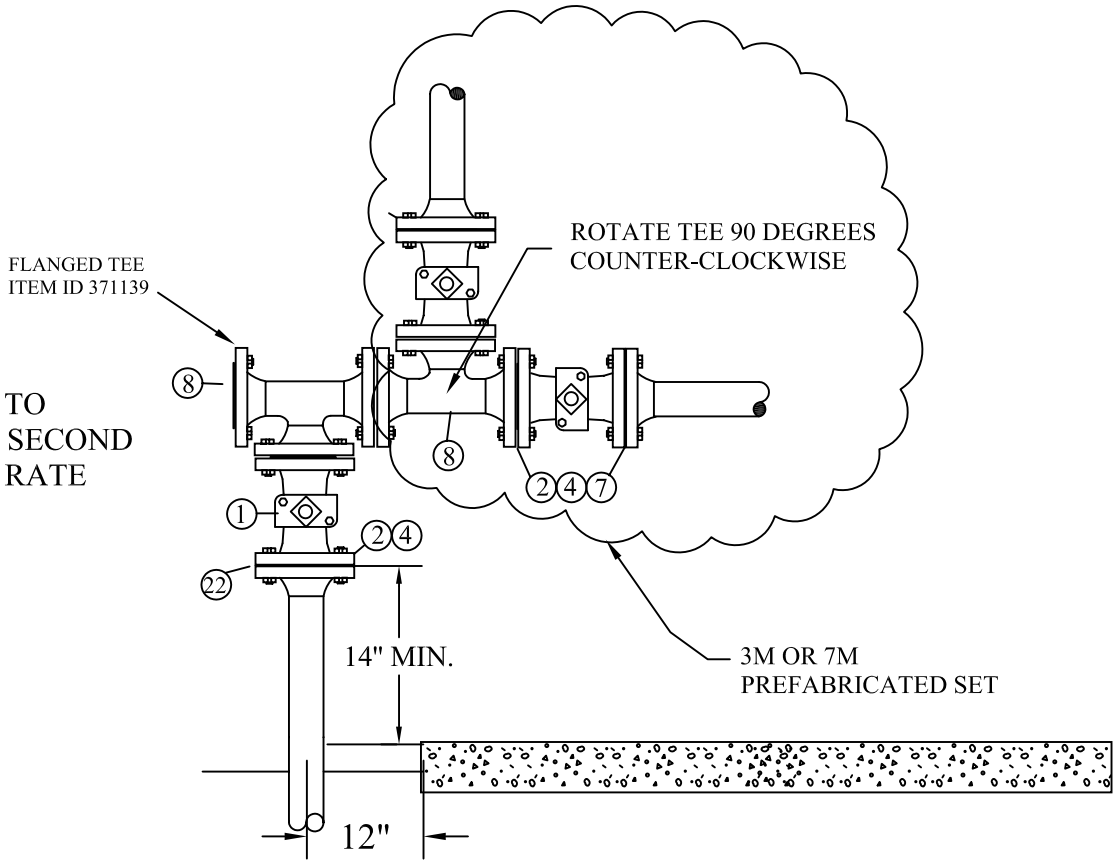

FIGURE 1 - FOR DUAL RATES
H. FOR PREFABRICATED SETS THAT REQUIRE DUAL RATES, INSTALL FLANGED TEE ON THE RISER VALVE AND THEN ROTATE FLANGED TEE ON THE PREFABRICATED SET FOR THE SECOND METER HEADER. SEE FIG 1 ON PAGE 9.